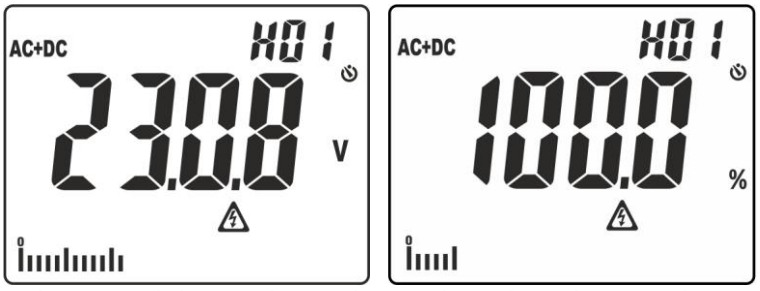

Fig. 3: Affichage des valeurs d'analyse harmonique
- Cliquer une fois sur la touche pour afficher les valeurs des harmoniques de tension et de courant jusqu'à 25°ordre (**Hdc, H01 à H25**) en format absolu ou pourcentage par rapport aux fondamentaux des signaux en entrée (pour des valeurs de tension VAC >0.5V et courant AC > 0.5A et fréquence comprise entre 42.5Hz à 69Hz) et le pourcentage du paramètre **THD%** (voir § 9.4) comme montré dans Fig. 3. Utiliser les touches ▲ e ▼/ pour augmenter/diminuer l'ordre de l'harmonique